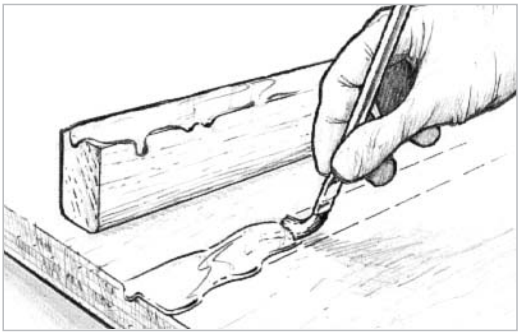

Figure 9-8 *Wet out bonding surfaces with unthickened epoxy for maximum penetration and greater adhesion.*
1. Wet-out bonding surfaces—Apply a straight resin/hardener mixture (without fillers) to the surfaces to be joined *(Figure 9-8)*. Wet out small or tight areas with a disposable brush. Wet out larger areas with a foam roller or by spreading the resin/hardener mixture evenly over the surface with a plastic spreader. You may proceed with step two immediately or any time before the wet-out coat becomes completely tack free.